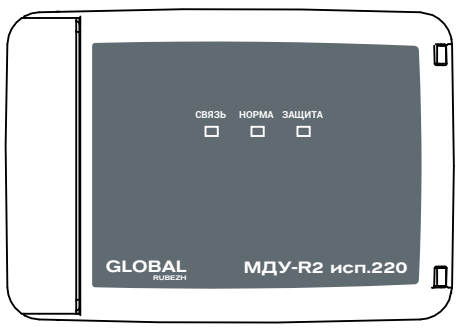

Рисунок 1
5.1 Модуль конструктивно выполнен в пластмассовом корпусе. Корпус состоит из двух частей – основания и крышки. Крышка (рисунок 1) имеет окна для индикаторов СВЯЗЬ, НОРМА, ЗАЩИТА, расположенных на плате.